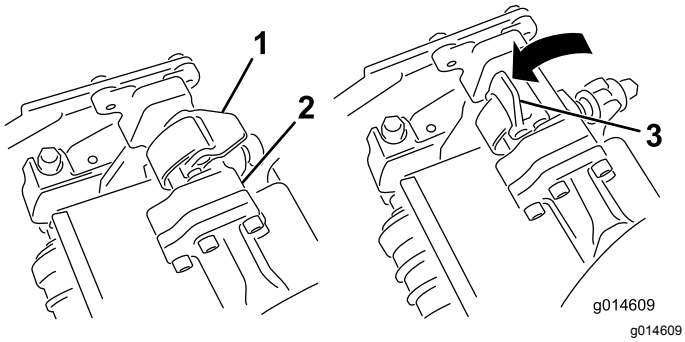
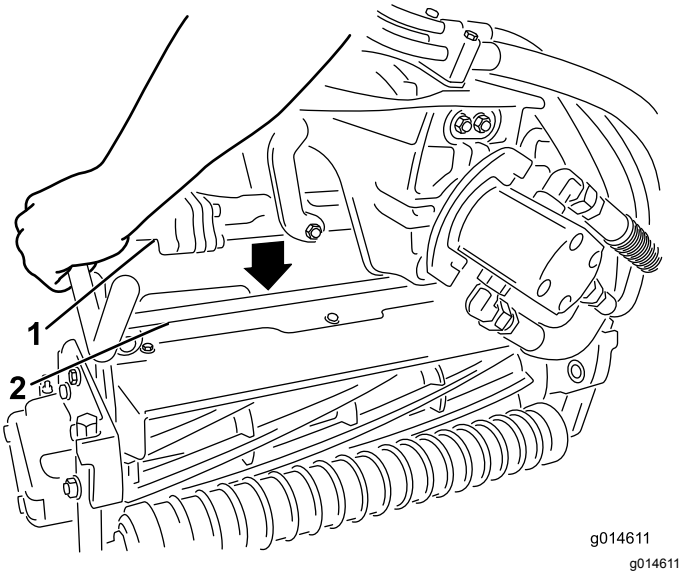

Figur 42
Figur 43
3. Låt spärrarna på upphängningsarmstången peka uppåt (dvs. de ska vara öppna) (Figur 42) och tryck upphängningsarmen nedåt så att stången passar över stången över ovansidan av klippenheten (Figur 43).
4. Fäll spärrarna nedåt och runt klippenhetsstången och lås dem på plats (Figur 42).
4. Öppna spärrarna på upphängningsarmstången på den klippenhet som du tar bort (Figur 42).